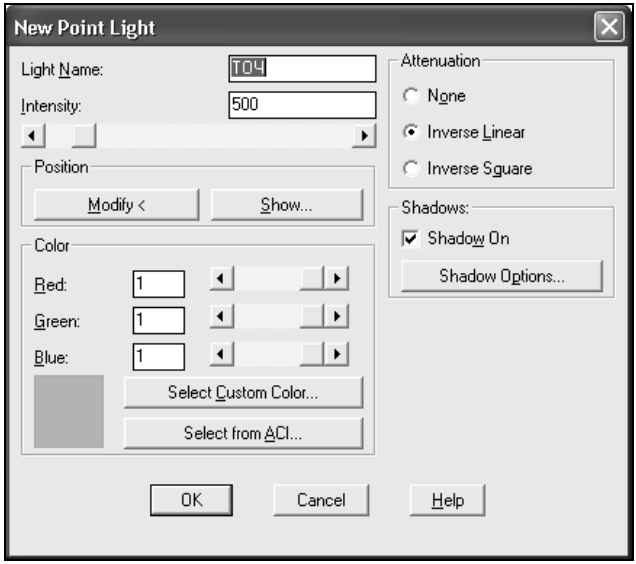

Рис. 12.40. Диалоговое окно **New Point Light**
3. В открывшемся ДО **New Point Light** (Новый точечный источник света) (рис. 12.40) в поле ввода **Light Name** (Имя источника) ввести имя, например **ТОЧ**.